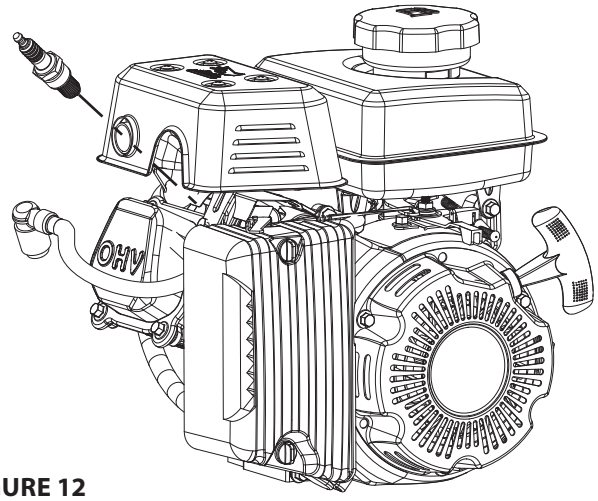

**FIGURE 12**
The recommended spark plug is a LG E5RTC. The spark plug is located directly under the muffler. **SEE FIGURE 12**
4. After analysis, seat spark plug and tighten with spark plug wrench to compress the sealing washer. **SEE FIGURE 12**
1. Disconnect spark plug wire from spark plug. Remove spark plug and protect spark plug hole from debris. **SEE FIGURE 12**